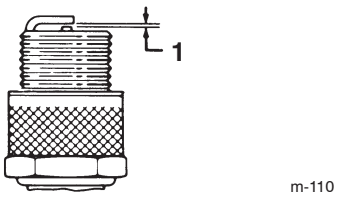

Figure 41
5. Set the gap on the plug to 0.030 in. (0.76 mm) (Fig. 41).